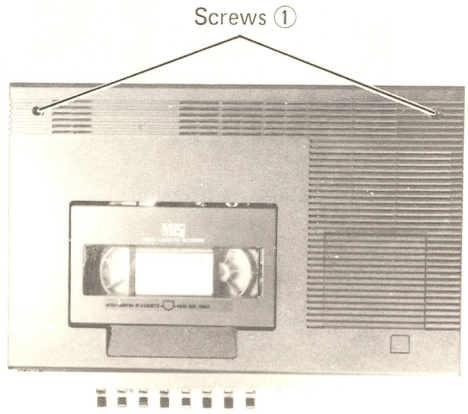

Fig. 3-1
1. Remove the two screws ① on the top cover as shown in Fig. 3-1.